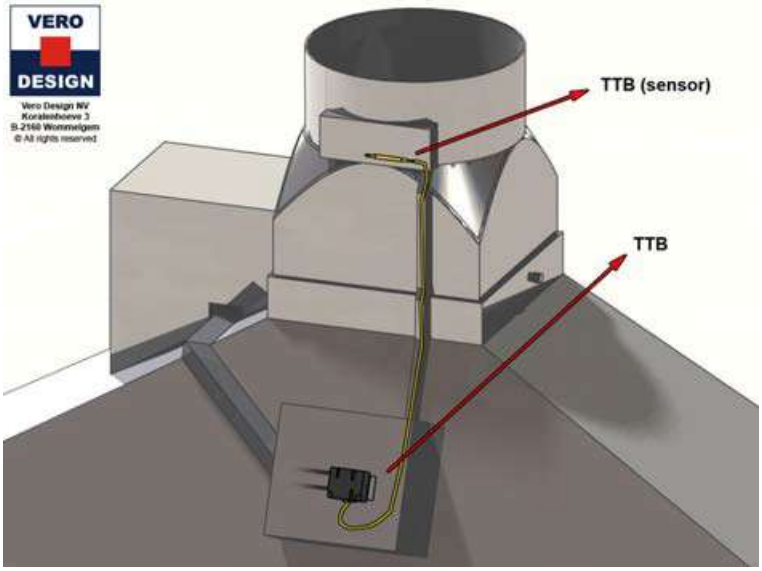

Рис. 7
- Термодатчик в дымосборнике каминной топки – ТТВ, блокирует подачу газа в каминную топку если температура в дымосборнике превышает допустимый уровень нормального режима работы камина (к примеру из-за следствия недостаточной силы тяги в дымоходе (рис. 7);